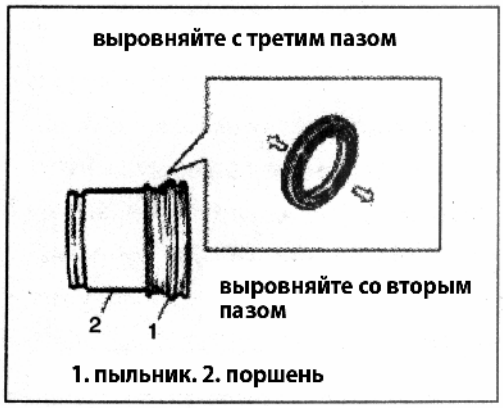

Рис. 649
1) Установите пыльник на поршень как показано на рисунке и вставьте поршень в цилиндр (Рис. 649).